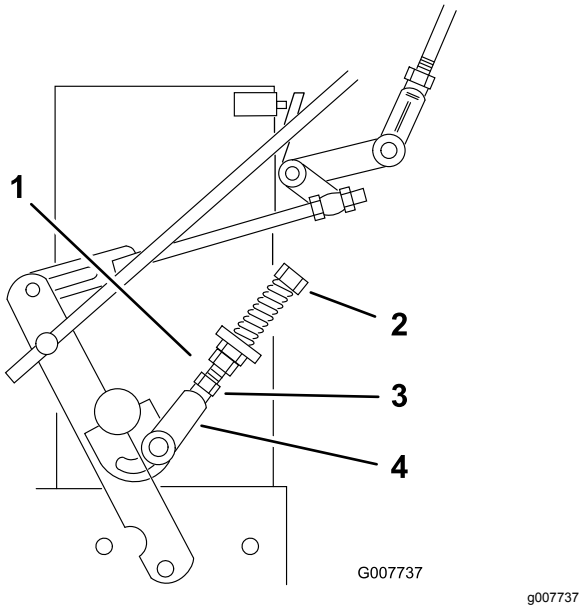

Figur 34
9. Om hjulet roterar när du håller drivningsspaken i NEUTRALLÄGET behöver neutralreglagelänken justeras (Figur 34). Om hjulet stannar går du vidare till steg 12.
10. Lossa muttern mot neutralreglagelänkens ok (Figur 34).
11. Justera neutralreglagelänken tills respektive drivhjul stannar när drivningsspaken dras mot neutralfjädern (NEUTRALLÄGET) (Figur 34).
12. Vrid justerbulten ca ett kvarts varv medurs om hjulet roterar bakåt och ca ett kvarts varv moturs om det roterar framåt (Figur 34).